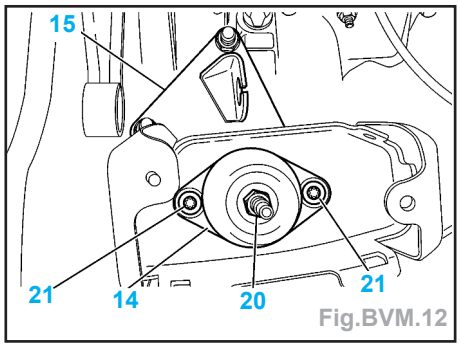

Fig.BVM.12
- Reposer (Fig.BVM.12) :
- le support (15); couple de serrage à 2,5 daN.m,
- la cale élastique (14),
- l'écrou (20); couple de serrage à 6,5 daN.m.